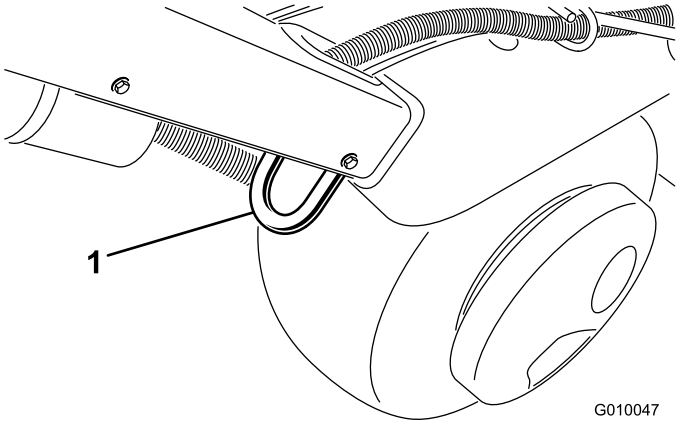
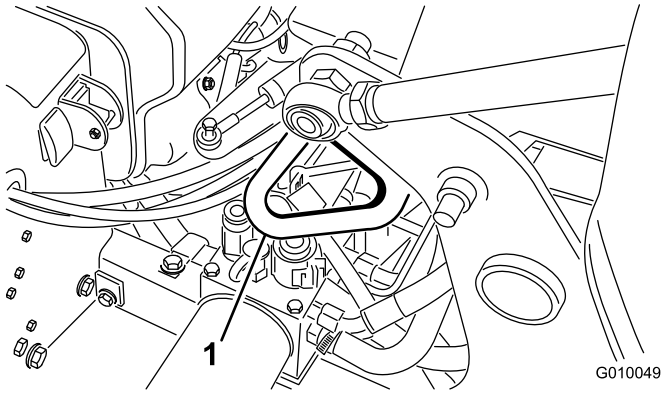

Figura 33
Figura 35
3. Prenda muito bem os pontos de fixação do arejador (Figura 33 a Figura 35) ao atrelado ou carrinha com tiras, correntes, cabos ou cordas.